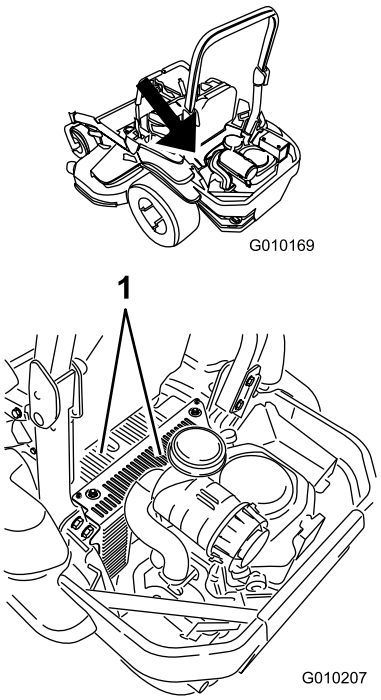

Figur 70
5. Fjern snavs og græs fra hydraulikenhedens afskærmninger (Figur 70).